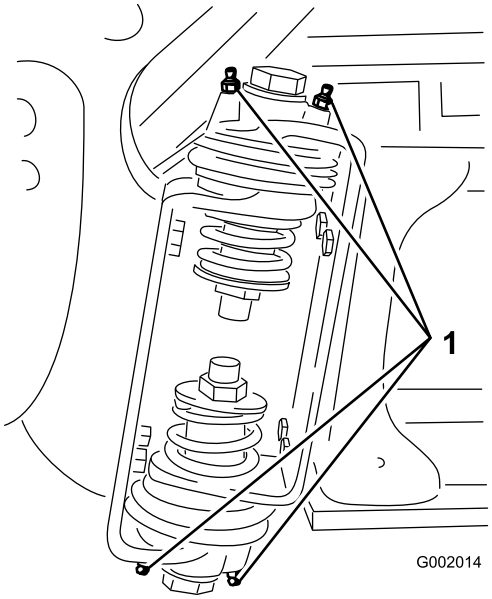

Figur 23
2. Pump smørefett inn i lageret eller hylsen ved hver nippel Figur 23.